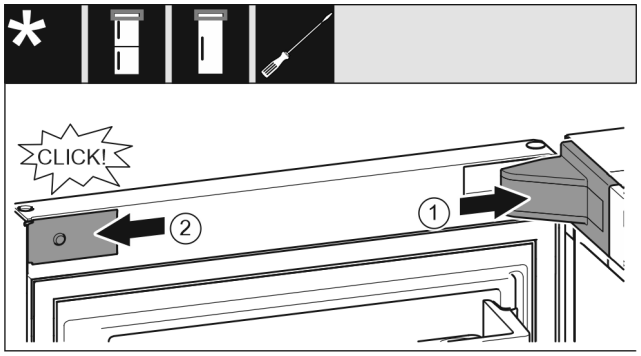

Fig. 26
▶ Așezați capacul suportului de lagăr *Fig. 26 (1)* și fixați în poziție, după caz, despărțiți cu precauție prin apăsare.
▶ Aplicați în lateral și fixați în poziție masca *Fig. 26 (2)*.